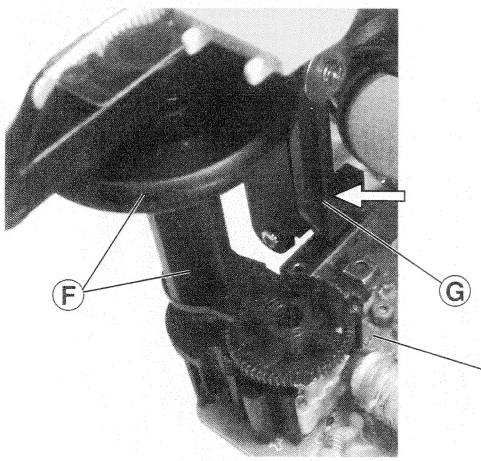

Fig. 4
- Tuningrad Ⓕ (Fig. 4) ausrasten und herausnehmen.
Achten Sie dabei auf die beiden Schalthebel Ⓖ und Ⓗ (Fig. 4/5).
- Disengage the tuning wheel Ⓕ (Fig. 4) and take it out.
- Take care of the two switch levers Ⓖ and Ⓗ (Fig. 4/5).